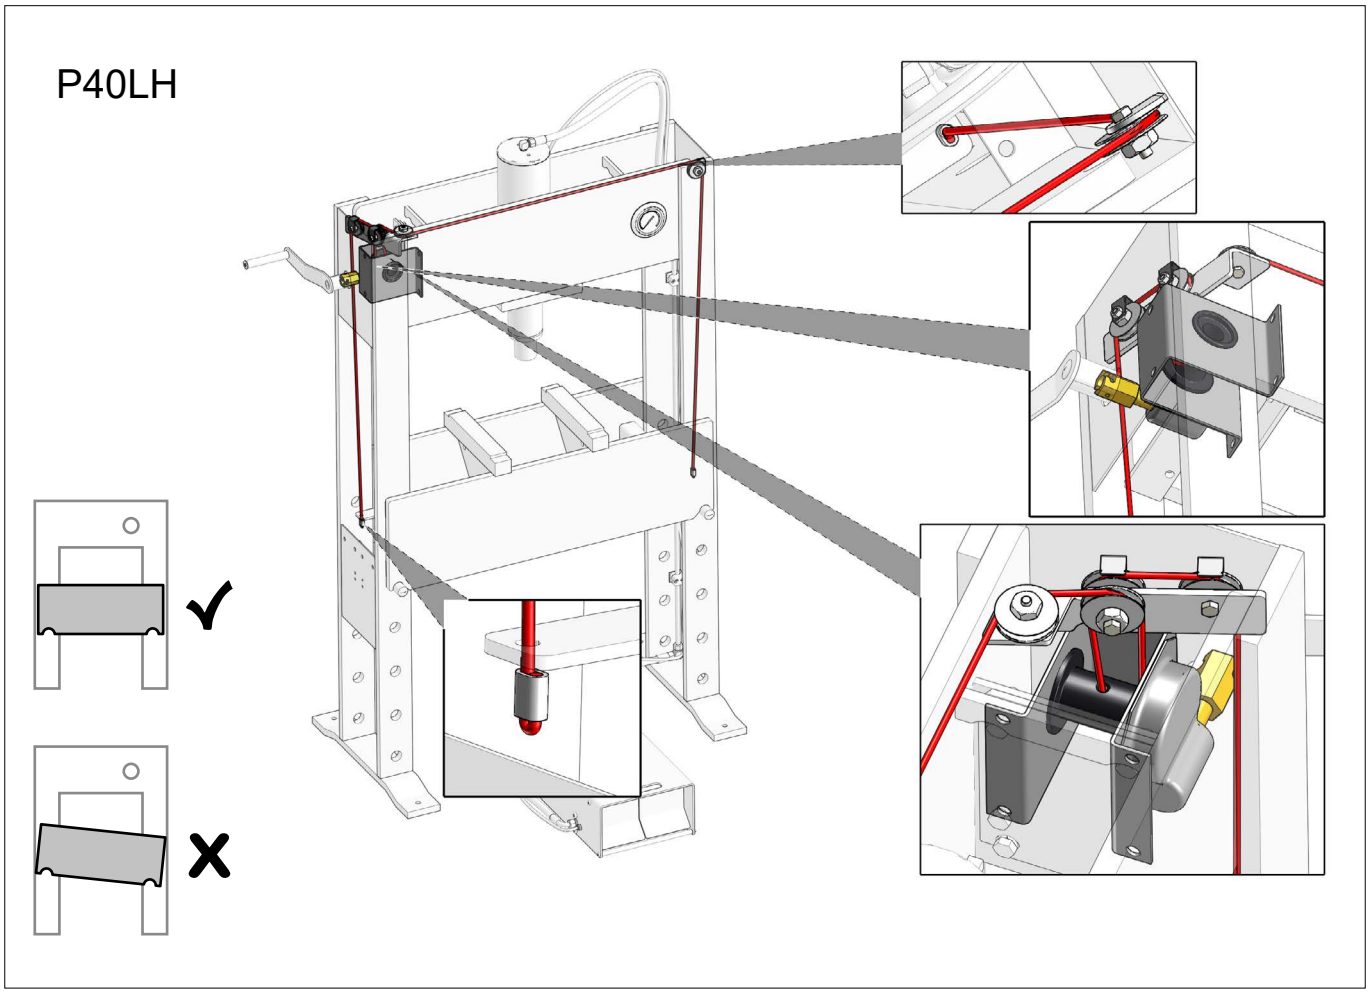

Fig.33
- Spillets wire og wirens fastgørelse *(Fig.33)*
- Winch and wire for wear and tear *(Fig.33)*
- Winde und Draht für Verschleiß *(Fig.33)*
- Treuil et fil pour l'usure *(Fig.33)*
- Vinsch och tråd för slitage *(Fig.33)*
- Vinssi ja lanka kulumista varten *(Fig.33)*
- Lier en draad op slijtage *(Fig.33)*
- Compruebe que el polipasto y su cable no presenten daños *(Fig.33)*
- Verricello e filo per usura *(Fig.33)*
- Лебедка и трос на износ *(Fig.33)*